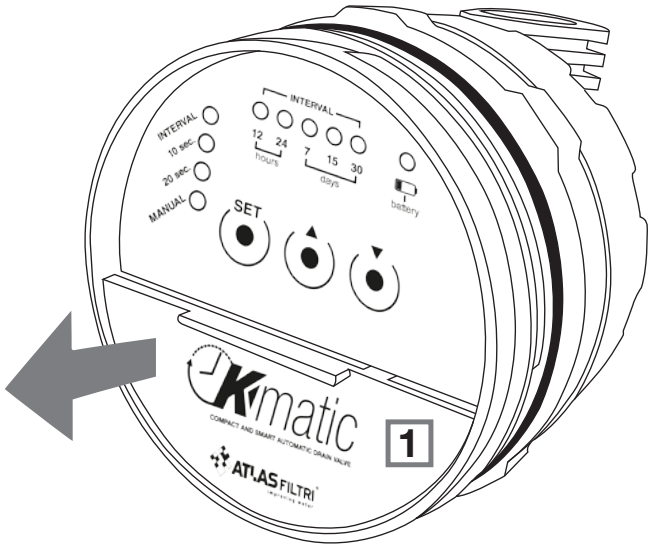

rysunek 1
- Otworzyć komorę baterii (1) poprzez zdjęcie pokrywy znajdującej się w dolnej połowie przedniej części programatora (rysunek 1)